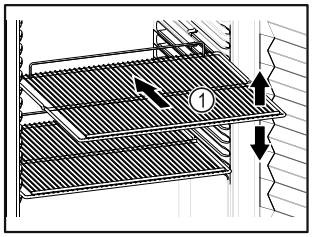

Fig. 57
- ❑ Lorsque les grilles de support *Fig. 57 (1)* peuvent être déplacées, changez leur position en fonction de la hauteur des aliments.